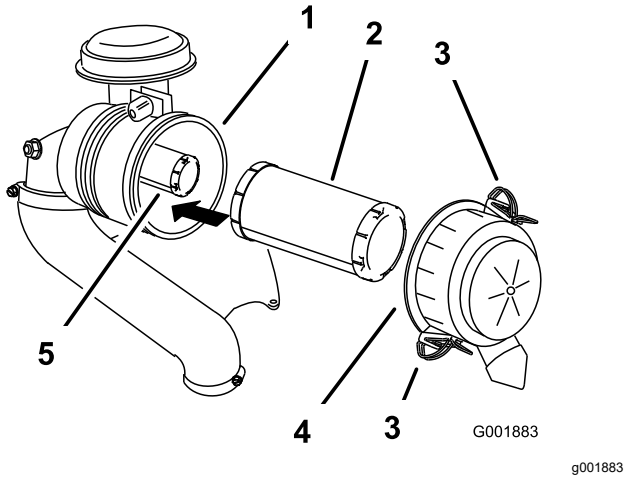

Figur 56
3. Åbn låsene på luftfilteret, og træk luftfilterdækslet af luftfilterhuset (Figur 56).
5. Skub forsigtigt primærfilteret ud af luftfilterhuset (Figur 56).
2. Hvis du skal udskifte det indre filter, skal du forsigtigt skyde det ind i filterhuset (Figur 56).
3. Skub forsigtigt primærfilteret over sikkerhedsfilteret (Figur 56).
4. Monter luftfilterdækslet, og fastgør låsene (Figur 56).